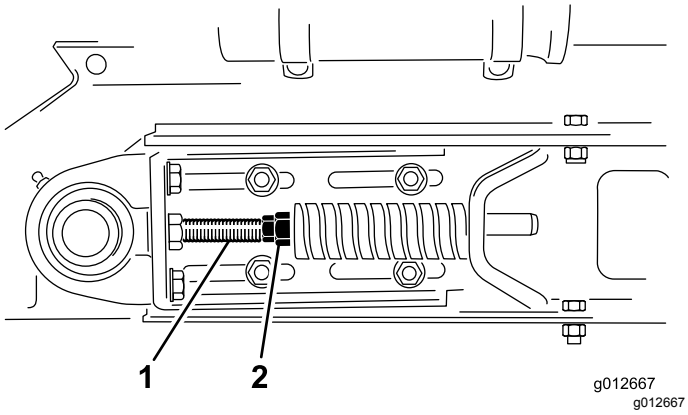

Figur 25
1. Lossa de främre och bakre kontramuttrarna på spännstången för att frigöra fjäderspänningen (Figur 25).